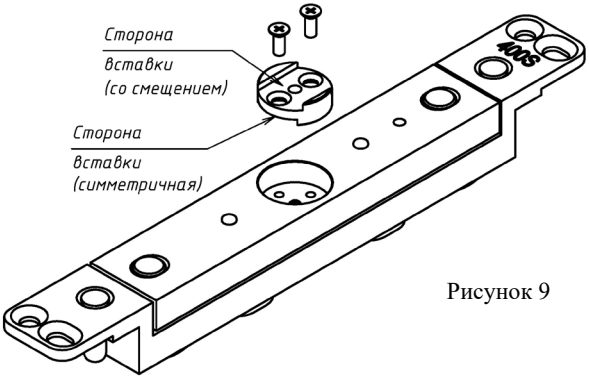

Рисунок 9
2.7 Эксплуатационный зазор между рабочими поверхностями корпусной и якорной частей от 2 до 4 мм (рисунок 9).